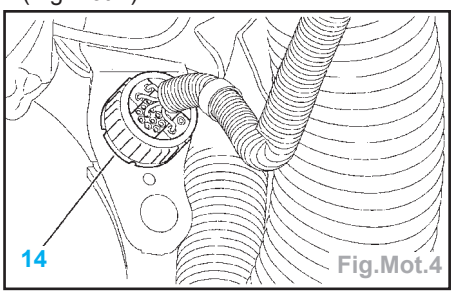

Fig.Mot.4
• le tuyau (10) en (A),
• le tuyau (11) en (B),
• le tuyau (12) en (C).
- Déposer le tuyau (13).
- Débrancher le connecteur (14) situé dans la doublure d'aile avant gauche (Fig.Mot.4).